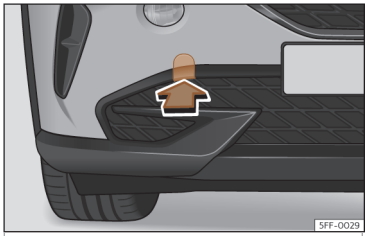

Abb. 43 Auf der rechten Seite des vorderen Stoßfängers: Abdeckung entfernen.
Die Abschleppöse wird in die hinter einer Abdeckung auf der rechten Seite des vorderen Stoßfängers befindliche Aufnahme eingeschraubt››› **Abb. 43** .
- Drücken Sie die Abdeckung zum Herauslösen im unteren Bereich und lassen Sie sie am Fahrzeug hängen››› **Abb. 43** .